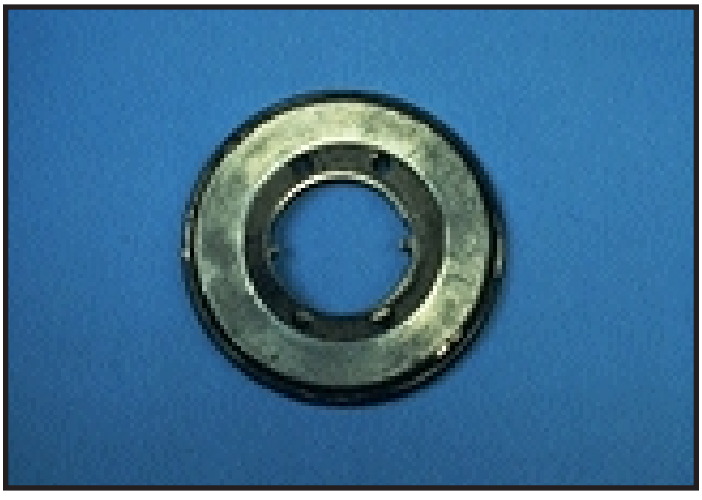
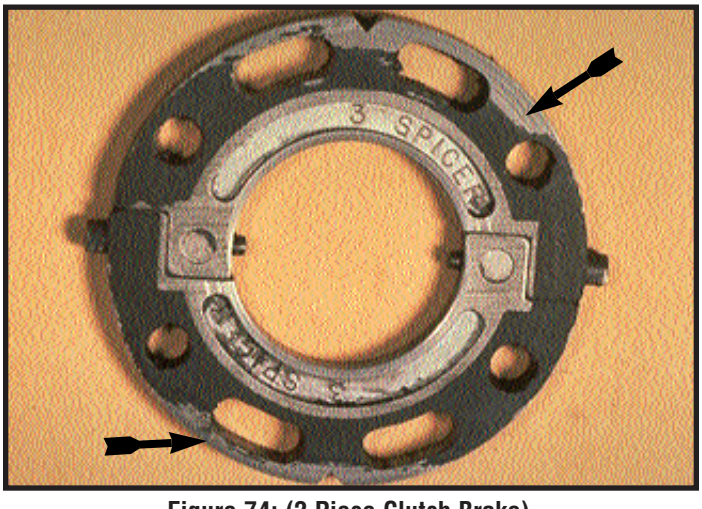

Figure 73: (T.L.C.B.)
Figure 74: (2 Piece Clutch Brake)
As shown in figure 73, the facing material on this clutch brake is completely worn away. Figure 74 shows a clutch brake that is partially worn (see arrows). Both types of failures can be attributed to one or more of the following:
- The inner race of the bearing fits too tightly on the input shaft. - A seized or rough pilot bearing will allow the input shaft to continue rotating even when the clutch is completely disengaged. As a result, the clutch brake can become damaged and eventually fail. (see figure 73 of “Worn Clutch Brake”)